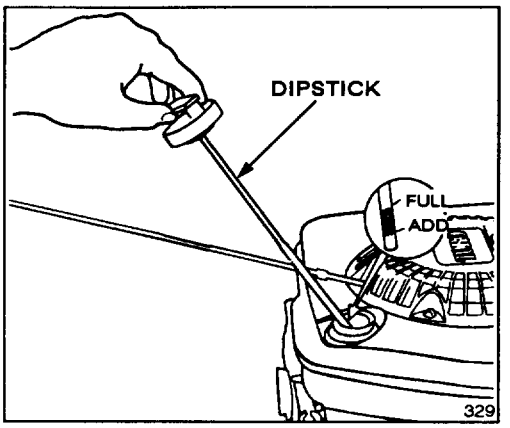

Figure 6
Before each use, ensure oil level is between FULL and ADD marks on dipstick (Fig. 6). Add oil if level is low.
3. Wipe dipstick and insert it into filler neck. Rotate cap clockwise 1/4 turn. Then remove dipstick and check level of oil on side of dipstick with FULL and ADD marks (Fig. 6). If level is low, add only enough oil to raise level to FULL mark on dipstick. **DO NOT FILL ABOVE FULL MARK BECAUSE ENGINE COULD BE DAMAGED WHEN STARTED. POUR OIL SLOWLY.**
1. CHECK OIL LEVEL—Maintain oil level between ADD and FULL marks as shown on dipstick (Fig. 6).